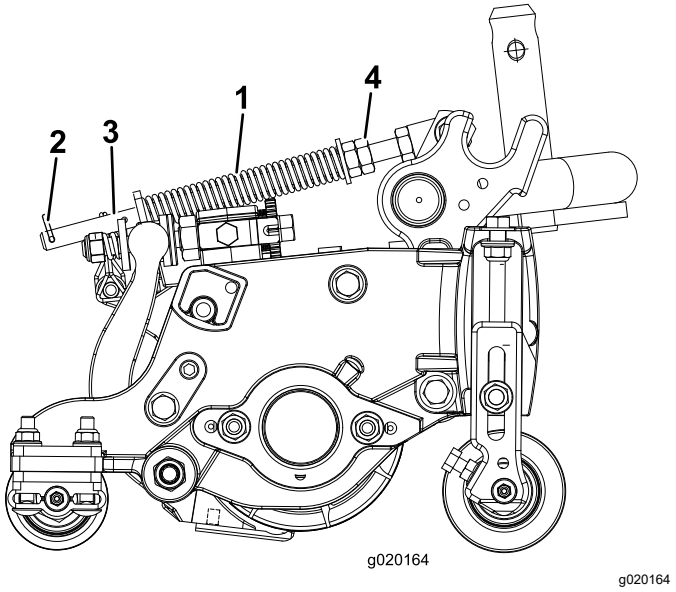

Figur 11
Dekkekompenseringsfjæren (Figur 11) overfører også vekt fra den fremre til den bakre valsen. Dette er med på å redusere bølgemønsteret i gresset, også kjent som "ondulering".
1. Kontroller at hårnålssplinten er installert i det bakre hullet på enden av stangen (Figur 11).
2. Stram til sekskantmutteren foran på fjærstangen inntil den komprimerte lengden på fjæren (Figur 11) er 12,7 cm.